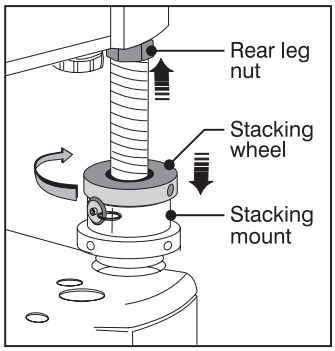

Figure 2.16. Secure All Hardware
- ❑ Turn all (3) stacking wheels until they are ***firmly secure*** against the rest of the stacking mount (Figure 2.16).
- ❑ Secure both (2) rear leg nuts against the bottom of the projector.